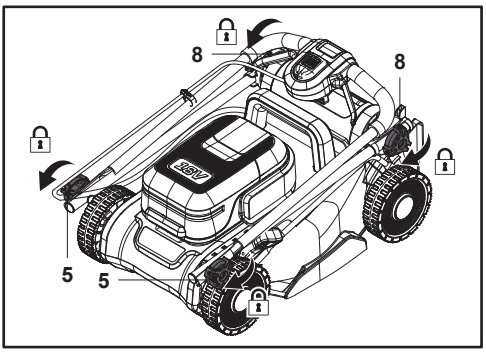

**Fig. 25**
9. To save space, you can also fold the upper handle, secure the connections by turning the four locking knobs (5, 8) to avoid scattering before vertical storage (Fig. 25).